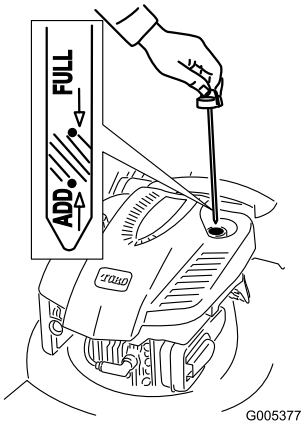

Figuur 10
1. Verwijder de peilstok (Figuur 10).
2. Giet **langzaam** olie in de vulbuis totdat het peil de **VOL**-markering op de peilstok bereikt (Figuur 10). **Niet te vol vullen.** Maximaal vullen: 0,59 l, type: SAE 30 reinigingsolie, met onderhoudsclassificatie SF, SG, SH, SJ, SL van het American Petroleum Institute (API) of hoger.
1. Verwijder de peilstok uit de buis en veeg deze schoon. Schuif daarna de peilstok weer helemaal terug (Figuur 10).
2. Haal de peilstok eruit en controleer het oliepeil (Figuur 10). Als het peil onder de **Bijvullen**-markering op de peilstok staat, giet dan **lanzaam** voldoende olie in de vulbuis totdat het peil de **Vol**-markeringhop de peilstok bereikt. **Niet te vol vullen.** (Maximaal vullen: 0,59 l, type: SAE 30 reinigingsolie, met onderhoudsclassificatie SF, SG, SH, SJ, SL van het American Petroleum Institute (API) of hoger).